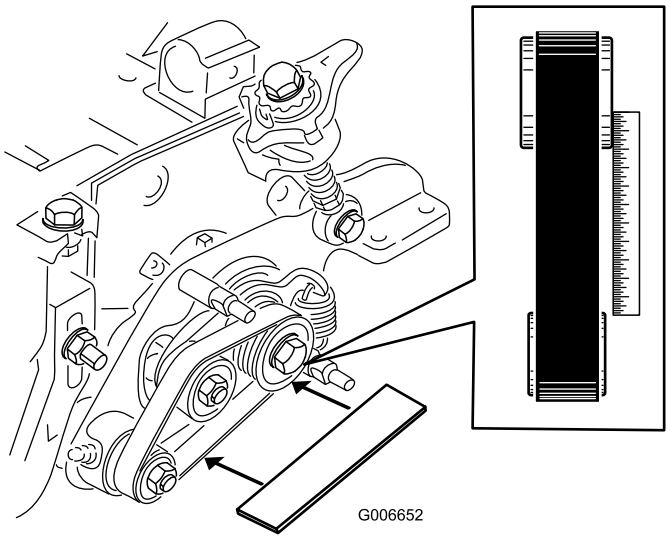

Figur 12
- Læg et retholt langs den yderste overflade af **driv**remskiven (Figur 12).